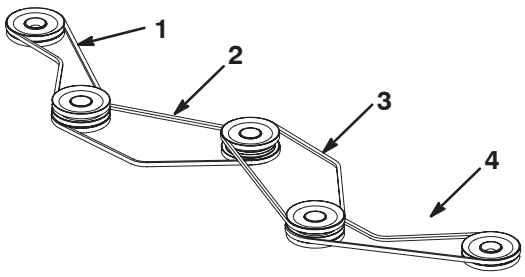

**Figur 69**
7. Udskift remmen(e), hvis det er nødvendigt. Monter remskiverne som vist i figur 69.